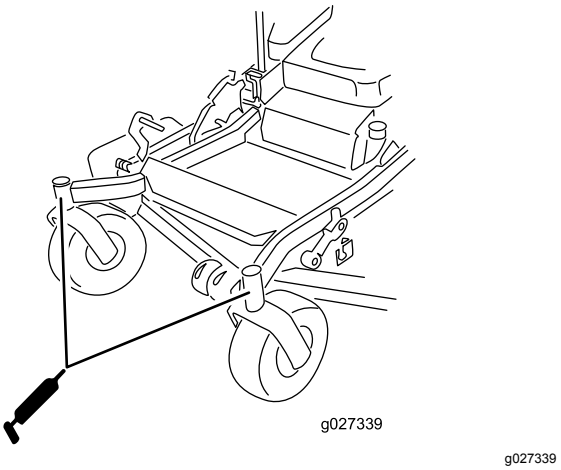

Figur 50
12. Sett på plass sekskantpluggen og støvdekslet (Figur 50).
13. Smør styrehjullagrene på nytt (Figur 50).